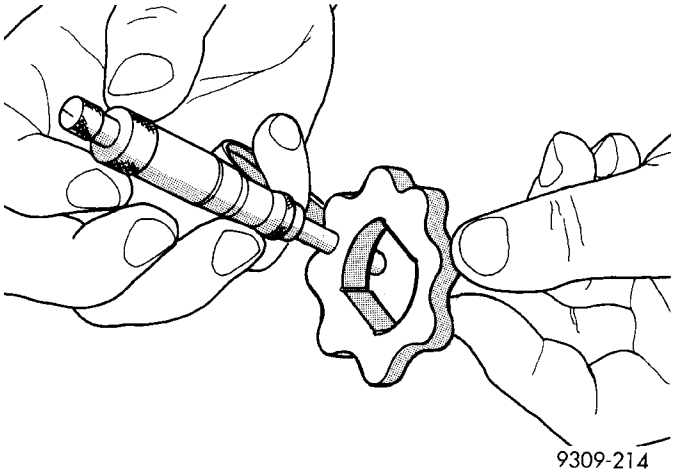

Fig. 98 Medición del espesor del rotor interior
(4) Si el rotor interior mide 7,64 mm (0,301 pulgadas) o menos, reemplace el rotor interior (Fig. 98).